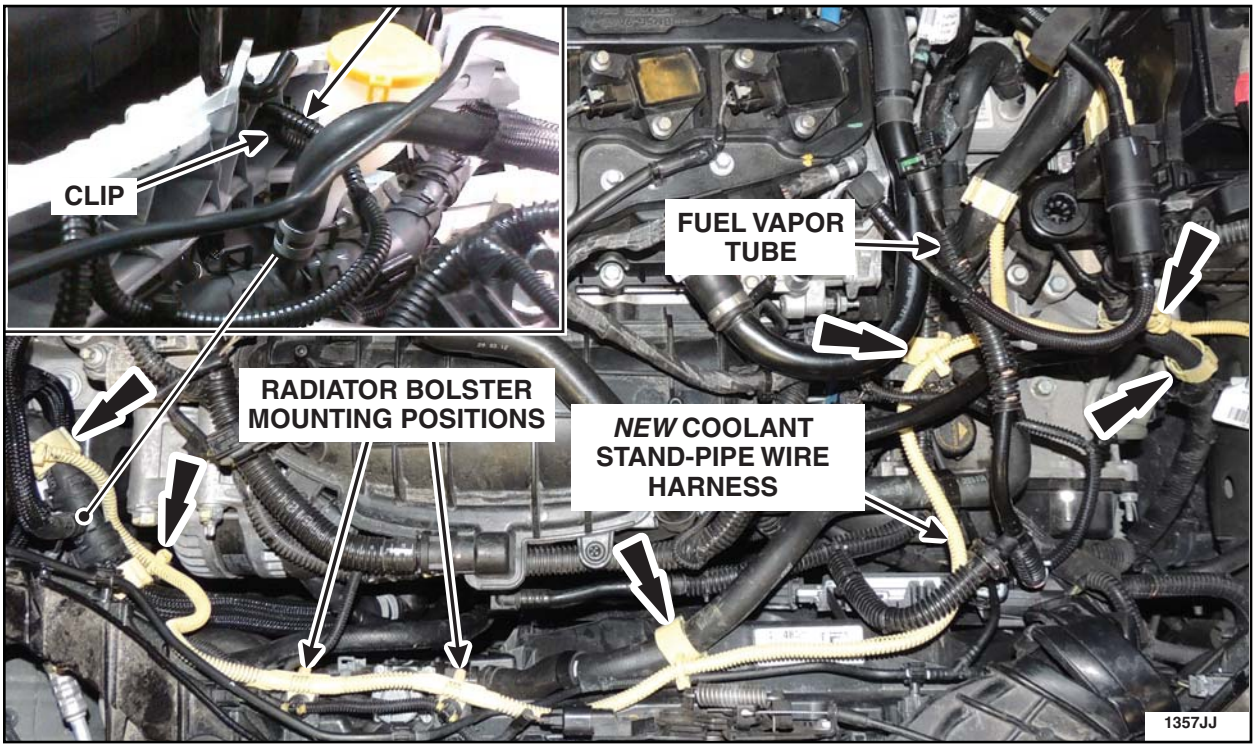

FIGURE J3
5. Route and secure the *new* coolant stand-pipe wire harness along the front of the engine and radiator bolster. See Figure J3.
b. For vehicles equipped with an anti-theft hood switch, release the two (2) anti-theft hood switch wire harness retainers at the right front radiator bolster. If damaged replace the two wire harness retainers with the two (2) wire harness retainers supplied in the vehicle parts kit. Secure the coolant stand-pipe harness retainers in the radiator bolster mounting positions and then re-secure the anti-theft hood switch harness to the mounting positions in the *new* harness.